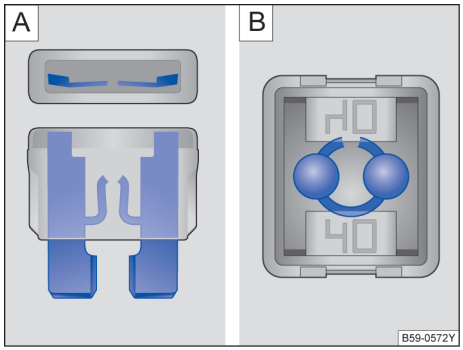

图 145 烧断的保险丝：A 扁平插入式保险丝，B 方块型保险丝
- 烧断的扁平插入式保险丝（ATO®、MINI®）可从上面和侧面透过透明外壳通过熔断的金属条来识别→图 145 A。 ▶
– 对于烧断的方块型保险丝（JCASE®），烧断的金属条可从上面透过透明的外壳来识别→图 145 B。